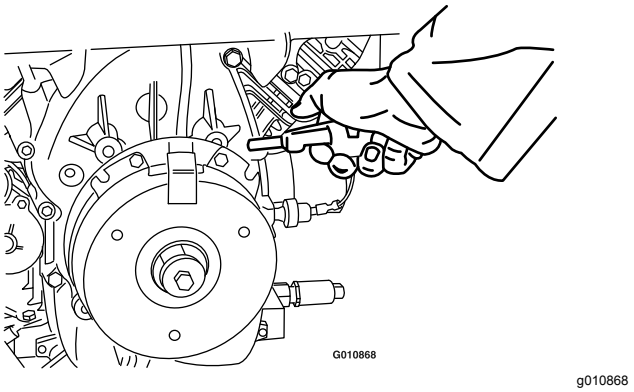

**Figuur 73**
2. Blaas met een behulp van perslucht al het vuil onder de remstang en rond de afstandsstukken van de rem weg (Figuur 73).